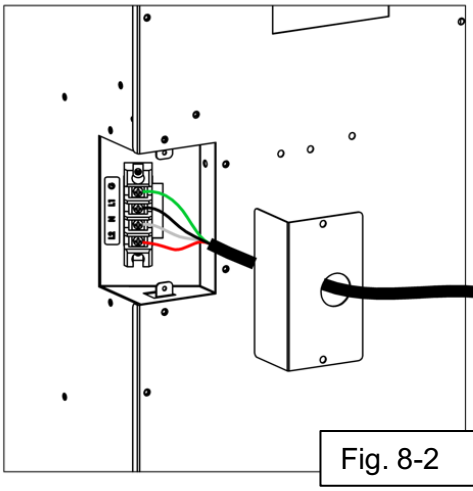

Fig. 8-2
- If the strain relief is not already installed, install it into the junction box cover plate (Fig. 8-2). Slide the power supply wire through the strain relief.